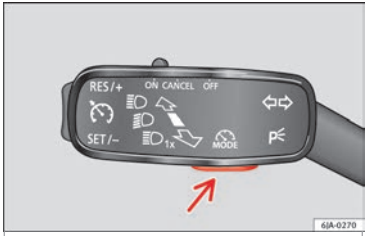

Fig. 191 On the turn signal and main beam headlight lever: button for the driving assistance systems
- Select the corresponding menu option using the button for the driver assist systems ›› **Fig. 191**.